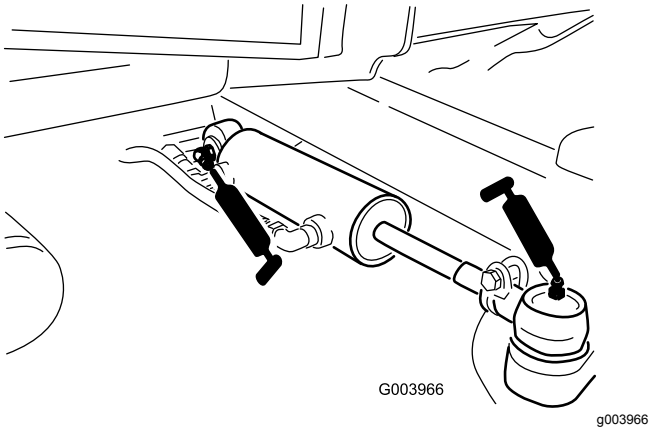

**Figur 70**
- Styresylinderens kuleledd (2) (Figur 70)